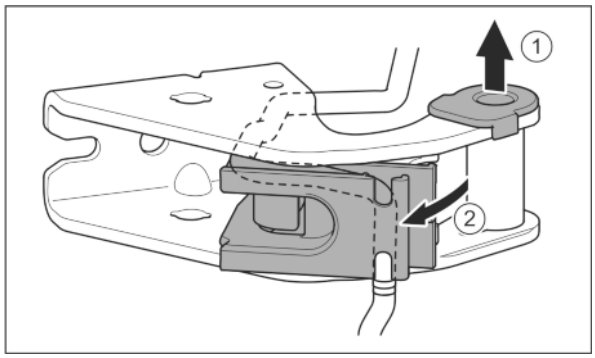

Fig. 27
▶ Pull the bearing bush out of the guide. *Fig. 27 (1)*
▶ Swing the cable holder out. *Fig. 27 (2)*